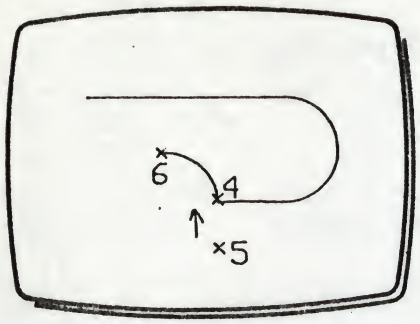

Fig 3
13 Move XY to position the dynamic cursor at (5) in Fig 3.
15 Move XY to return the origin cursor to (4) in Fig 3.
17 Move XY to move the dynamic cursor to (6) in Fig 3.